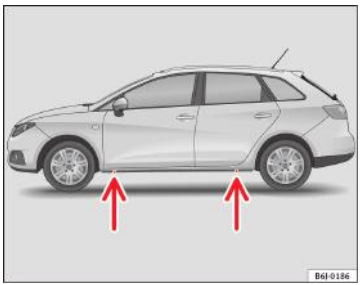

Fig. 146 Puncte de amplasare a cricului
– Localizați punctul de amplasare a cricului, aflat sub pragul ușii corespunzătoare roții ce urmează a fi înlocuită ⇒ fig. 146.
Punctele de amplasare a cricului sunt marcate prin canalele aflate în fața și în spatele pragurilor ușilor ⇒ fig. 146. Există doar un punct de amplasare a cricului pentru fiecare roată. Nu amplasați cricul în alte puncte. ▶